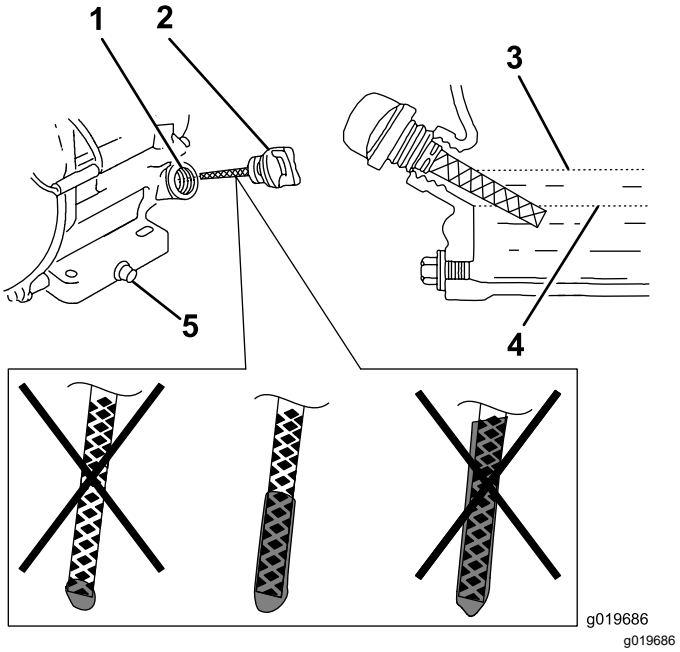

Figuur 30
6. Haal de peilstok eruit en controleer het motoroliepeil (Figuur 30).